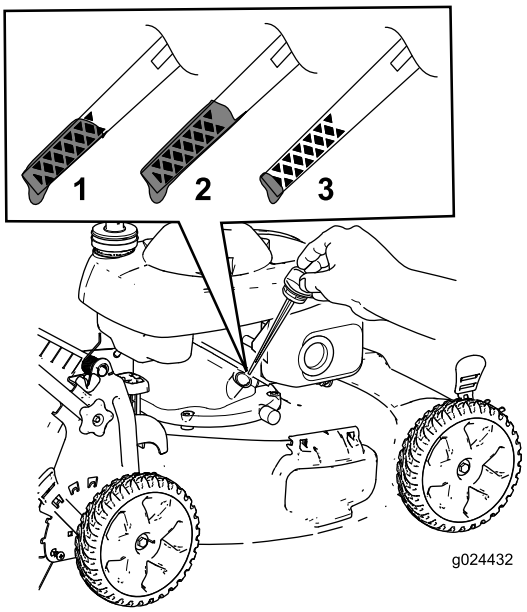

Figura 6
2. Retire la varilla girando el tapón en el sentido contrario a las agujas del reloj y tirando del mismo (Figura 6).
5. Observe en la varilla el nivel de aceite (Figura 6).